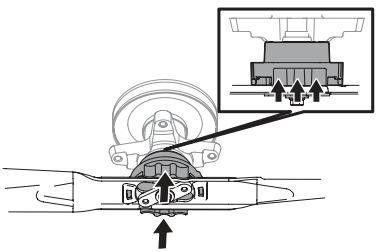

Fig. 47
3. Empuje hacia arriba sobre el collarín de la cuchilla y sosténgalo (Fig. 47).
4. Empuje la cuchilla hacia arriba contra el adaptador de cuchilla hasta que el collarín se eleve (Fig. 47 en la página 69).